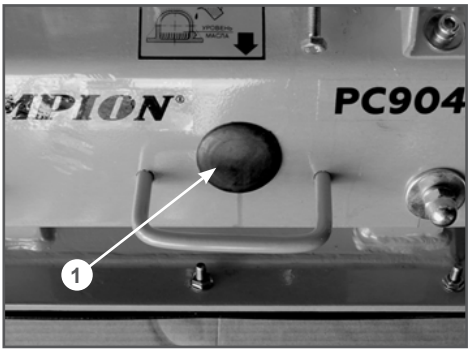

Рис. 20 Расположение заглушки
2. Снимите резиновую заглушку 1 в передней части виброплиты (Рис. 20).